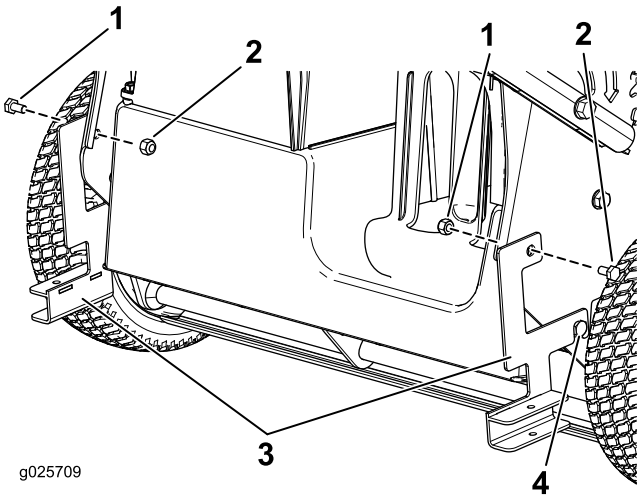

Figure 1
1. Desserrez le boulon près de la roue arrière droite (Figure 1).
2. Fixez le support droit au côté droit de la tondeuse au moyen d'un boulon et d'un écrou. Serrez le boulon à 13,5 Nm (10 pi-lb) (Figure 1).
3. Serrez le boulon que vous avez desserré à l'opération 1 à 17,6 Nm (13 pi-lb) (Figure 1).